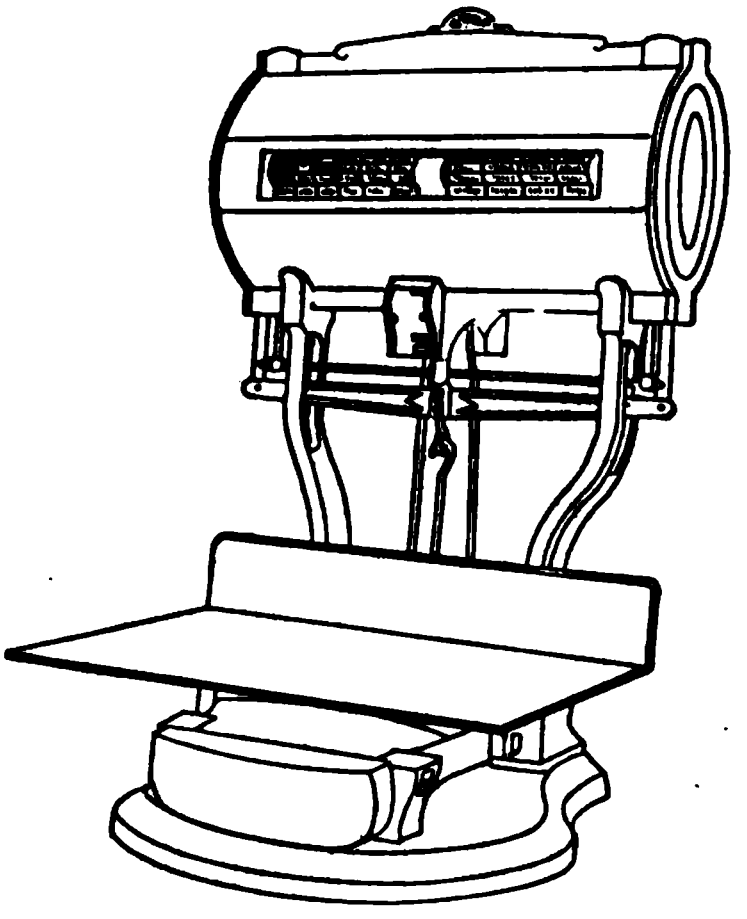

Fig. 60 A. Computing scales.
2. Computing scales. Describe the construction of the computing scales shown in figure 60 A, which are often found in grocers' shops and meat markets. Explain how they work.